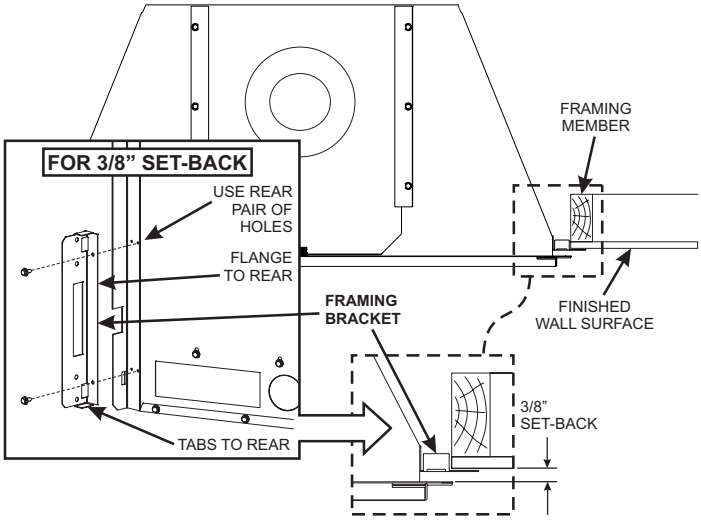
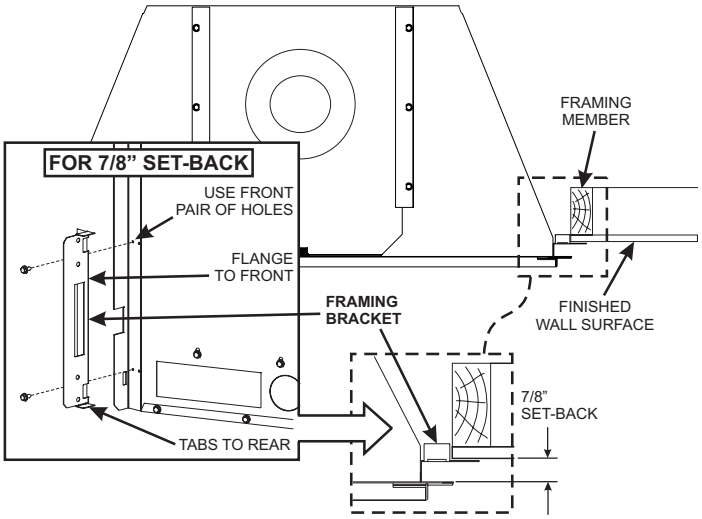

**Figure 9a**
**Figure 9b**
4. Install the side Framing brackets (1 per side) using the pilot holes provided behind the side flanges on the fireplace outer wrap. Two setback locations are provided for locating the framing brackets depending on which decorative surround is to be installed. See Figures 9a and 9b. The pilot holes in the forward position should be used if installing the fireplace after the finished wall surface is present. The rearward hole position should be used to install the fireplace directly to the framed opening, prior to installing the finish wall surface.
Note: Use Figure 9a to locate the nailing flanges if installing a DS(25,33)66BL surround accessory. Use Figure 9b to locate the nailing flanges if installing a DF(25,33)M4 series surround accessory.